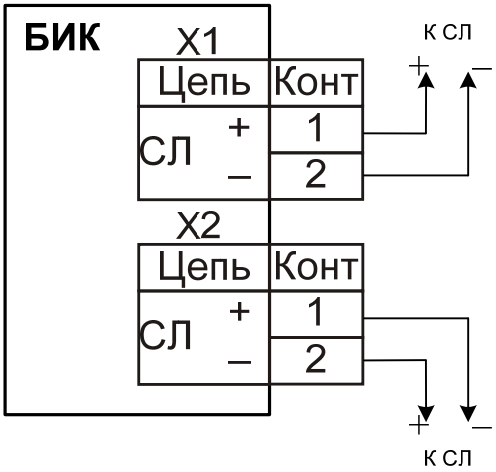

Рис. 20. Схема внешних подключений БИК
Схема подключения БИК показана на Рис. 20.
- БИК включается в разрыв СЛ в соответствии с Рис. 20;
Подключить СЛ к клеммам контактных колодок в соответствии со схемой подключения на Рис. 20. Установить крышку.